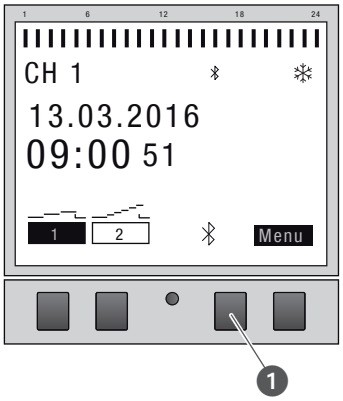

Fig. 27: Stabilire una connessione Bluetooth all'interruttore orario.
1. Premere il tasto Bluetooth (Fig. 27/❶) sull'interruttore orario.